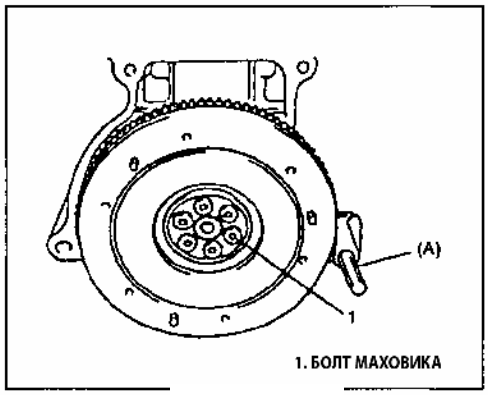

Рис. 145
2) Снимите КПП с двигателя, затем снимите корзину сцепления, диск сцепления и маховик (Рис. 145).